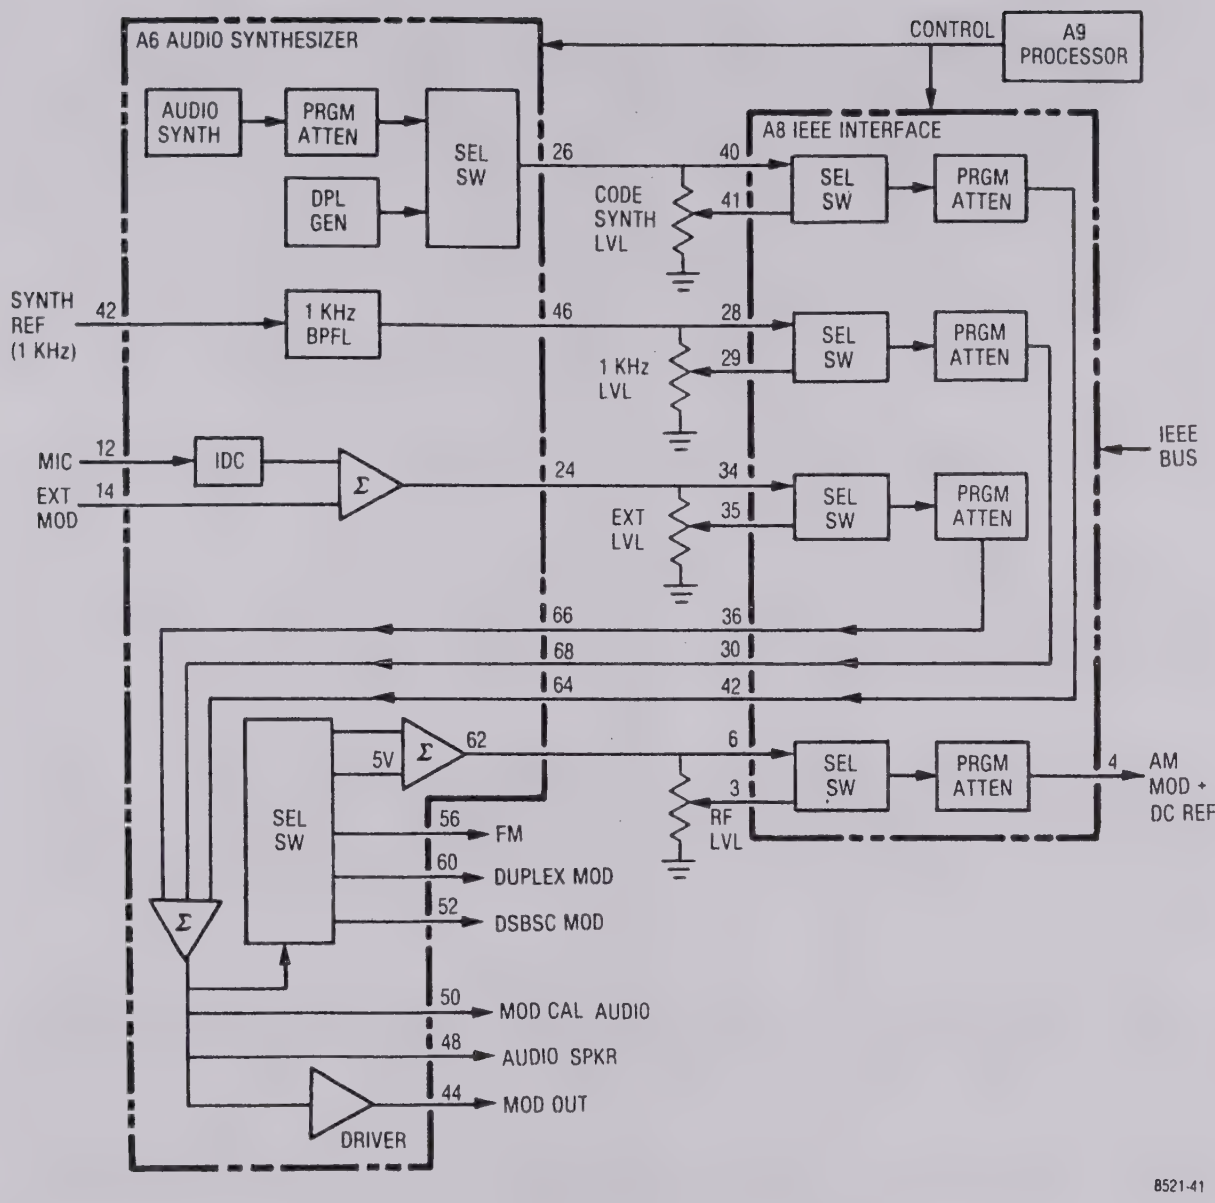

Figure 5-8. Code Synthesizer Block Diagram
5-57. Three simultaneous modulation sources are possible with the internal Code Synthesizer. A private line (PL) or Digital Private Line (DPL) source, a fixed 1 kHz source, and external modulation sources are individually level controllable and sumed together to give the composite modulation audio. The Code Synthesizer provides the modulation source for the system in the generate mode and can be used as an audio frequency source when in the monitor mode. For the IEEE option a provision is made to allow processor control of the modulation levels. A block diagram of the Code Synthesizer is shown in figure 5-8.